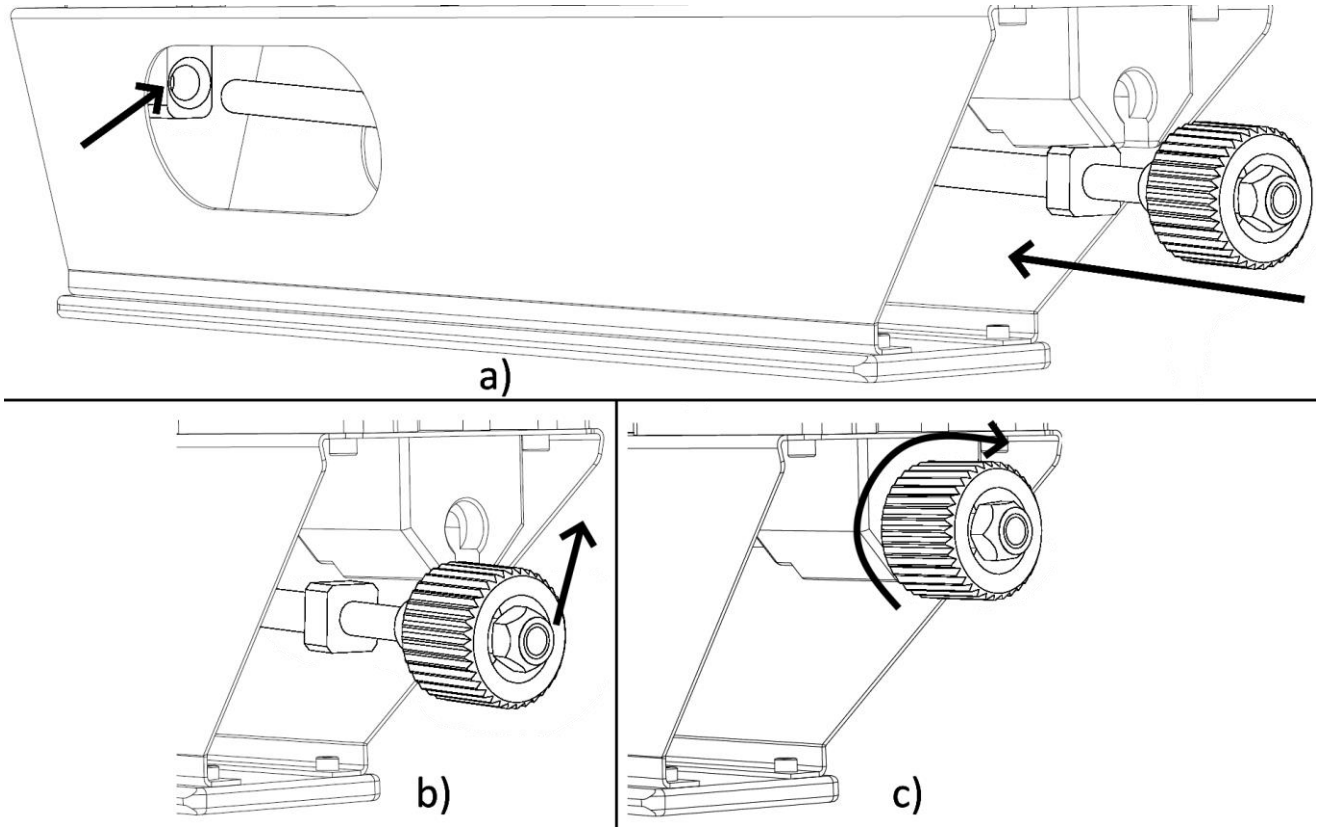

Fig. 4 - Inserimento della zavorra
- a) Allineare l'asta della zavorra con il foro nella pinna (si veda Fig. 4)